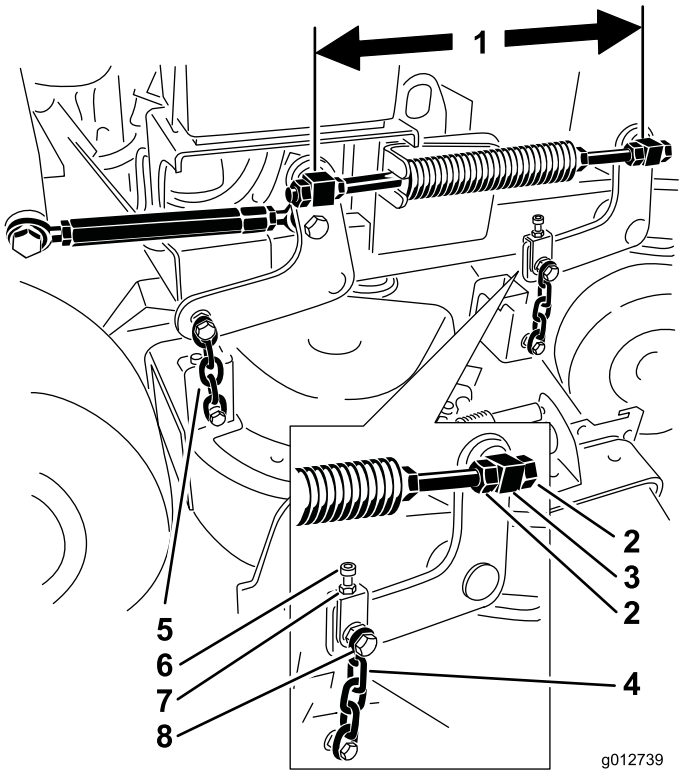

**Figuur 84**
6. Controleer de afstand tussen de wartels, meet in het midden van de wartels (de lengte van midden tot midden) op de draadstang. Deze afstand moet 49,5 cm bedragen voor maaidekken van 91 cm en 43,7 cm voor maaidekken van 102 cm (Figuur 84).
9. Gebruik de contramoeren bij de voorste wartel om de lengte tussen de voorste en achterste wartel aan die kant aan te passen (Figuur 84).
11. Gebruik de stelbout om evenveel spanning op beide kettingen aan de voorkant te krijgen (Figuur 84).
5. Draai de moer op de bovenste kettingbout en de contramoer op de stelbout los (Figuur 84).
6. Gebruik de stelbout om de voorzijde 6 tot 10 mm lager in te stellen aan de voorkant bij punt **A** dan aan de achterkant bij punt **B** (Figuur 84).